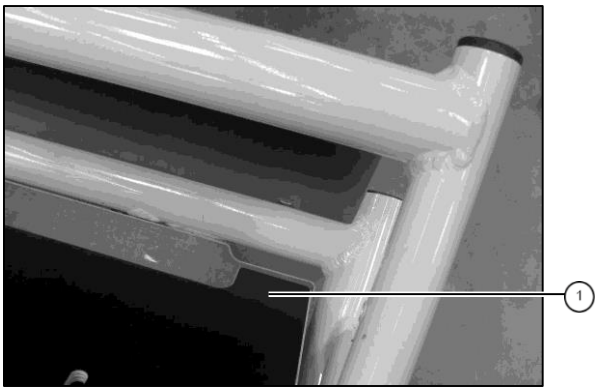

Fig. 1: base plate
4. Place back rest ① with its pegs into the base plate (see fig. 1).
5. Mount back rest with countersunk screws ①. **Tightening torque 8 – 10 Nm.**